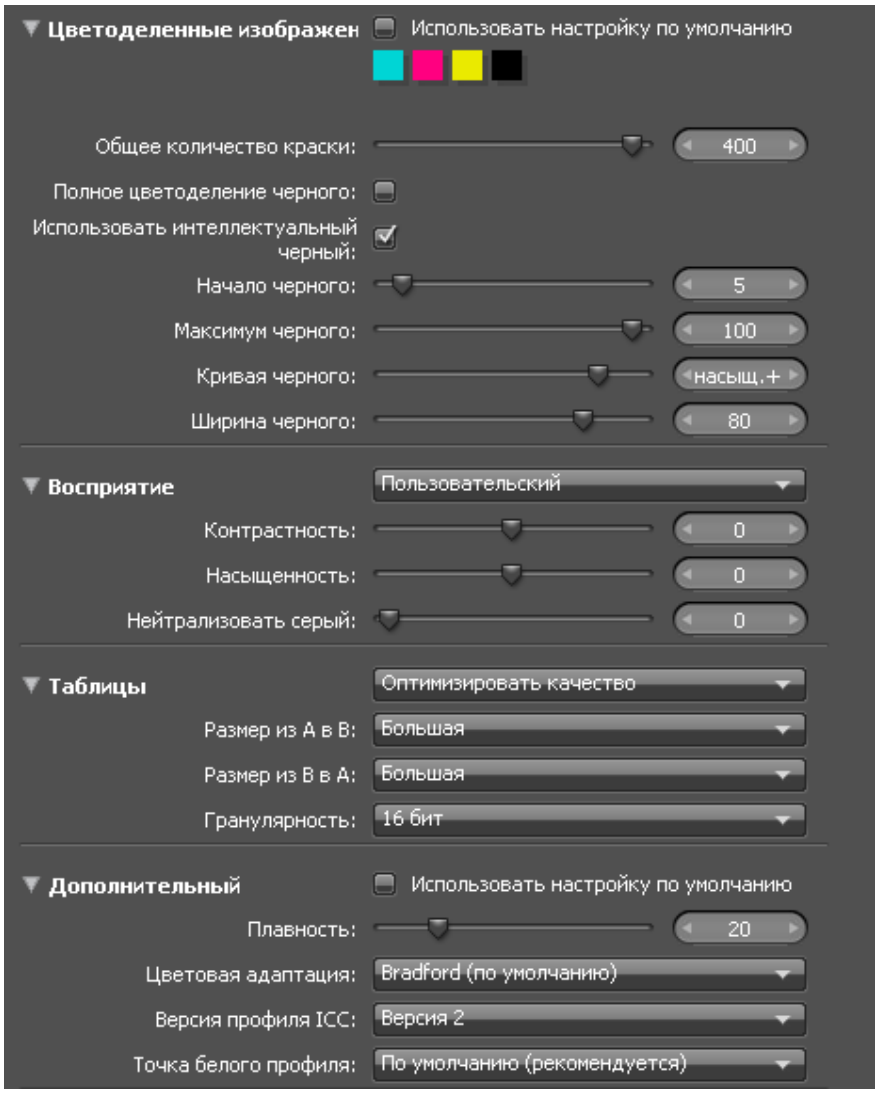

рис.7. Настройки построения ICC-профиля.
2. Установите настройки построения ICC-профиля в соответствии с приведенным снимком экрана *(рис.7)*